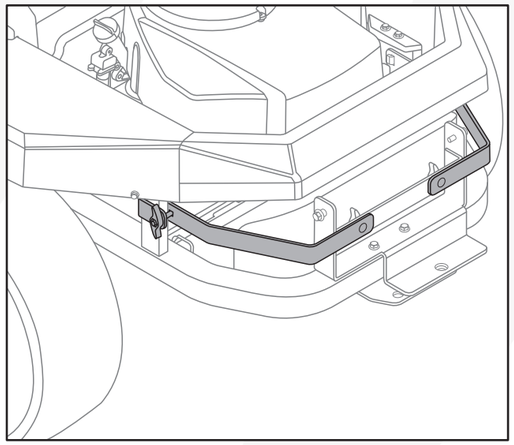

Fig. 6
4.The lower grass catcher bracket is shown attached to the mower in Fig.6